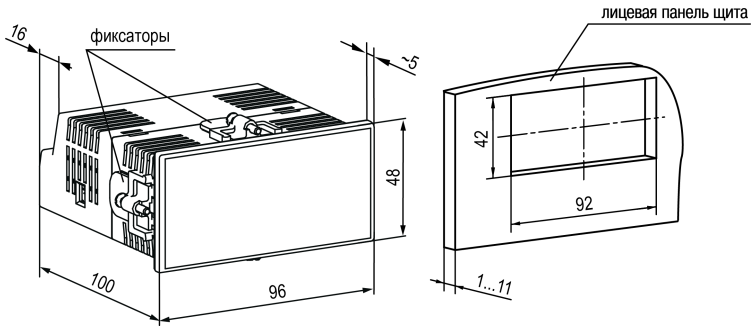

Рисунок 4.5 – Габаритные размеры корпуса Щ2 и монтажного отверстия в щите
1. Подготовить в щите управления монтажный вырез для установки прибора с помощью шаблона из комплекта поставки (см. рисунок 4.5).